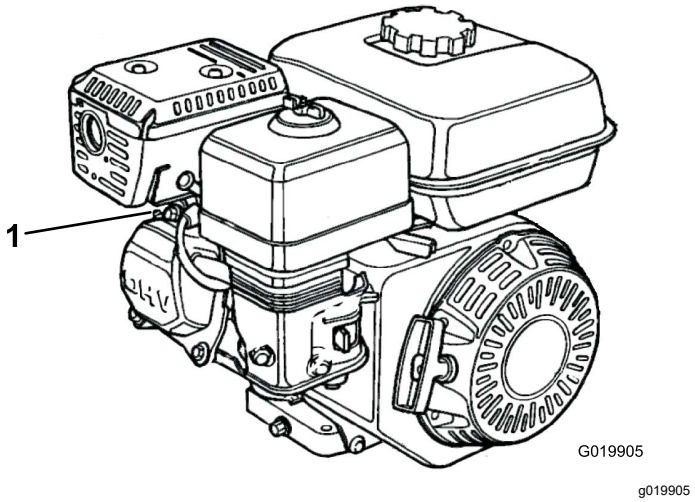

Рисунок 31
2. Отсоедините провод от свечи зажигания (Рисунок 31).